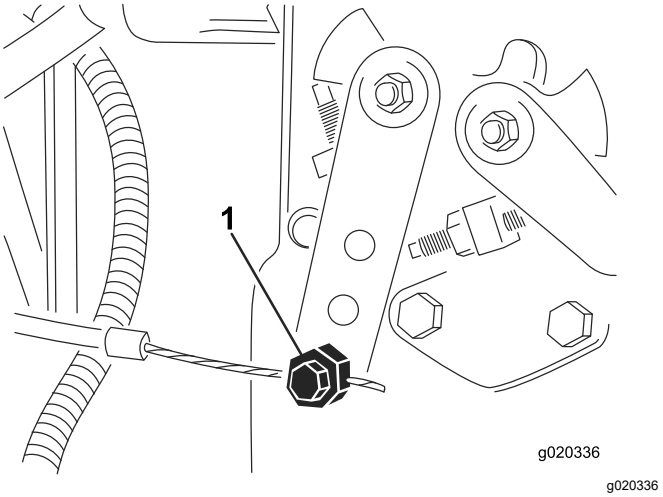

**Figur 92**
4. Lossa gasreglagekabelns kontaktdon på spaken vid insprutningspumpen (Figur 92).